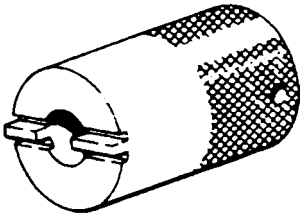

Figure 2. 6796735 Oil Screen Spanner Wrench
y. Torque valve to 140–160 lb in. and secure valve with 0.032 in. lockwire. (QA)
z. Install scavenge oil screen (30) in scavenge outlet using 6796735 oil screen spanner wrench. (See figure 2.) Tighten screen finger tight.